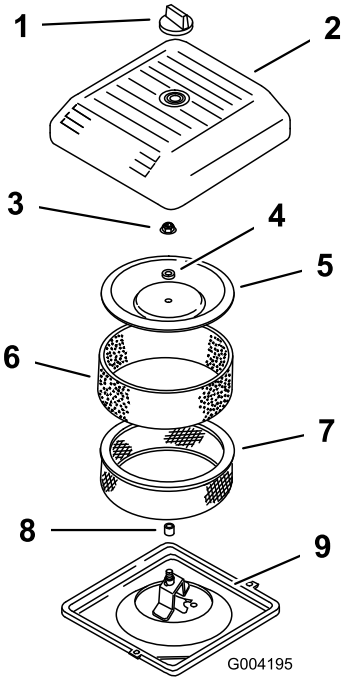

Figuur 44
3. Draai de knop los en verwijder het luchtfilterdeksel (Figuur 44).
4. Schuif voorzichtig het schuimfilter van het papieren element (Figuur 44).
5. Draai de dekselmoer los en verwijder deksel en papierfilter (Figuur 44).
2. Plaats de luchtreiniger op het onderstuk van de luchtreiniger (Figuur 44).
3. Monteer het accudeksel en zet dit goed vast met de dekselmoer (Figuur 44). Draai de moer vast met een torsie van 11 Nm.
4. Plaats het luchtfilterdeksel en zet het vast met de knop (Figuur 44).